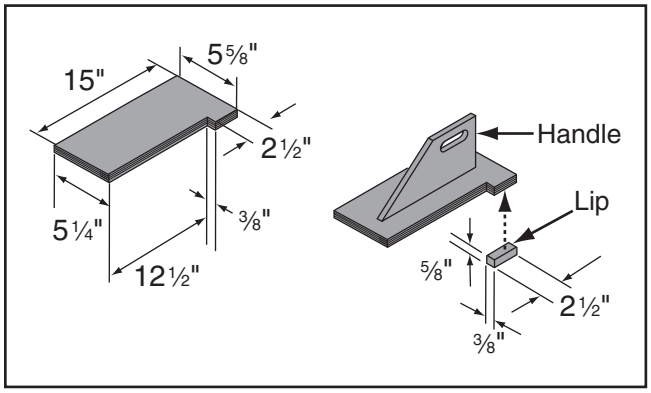

Figure 130. Push block dimensions and construction.
3. Using ½" material you used in previous steps, cut out pieces for push block per the dimensions shown in **Figure 130**; for handle, cut a piece 10" long by 5"–9" high and shape it as desired to fit your hand.